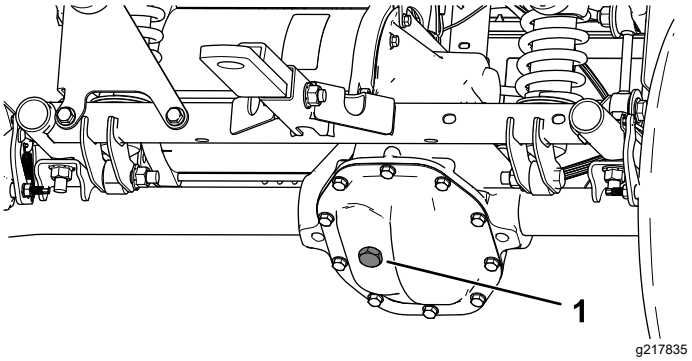

Figur 47
4. Fjern fyllepluggen på transakselen (Figur 47).
5. Hvis væskenivået er lavt, tar du av fyllepluggen og fyller på den spesifiserte væsken til den renner ut av hullet (Figur 47).
4. Fjern fyllepluggen på transakselen, og fyll transakselen med angitt væske til den renner ut av påfyllingshullet (Figur 47).